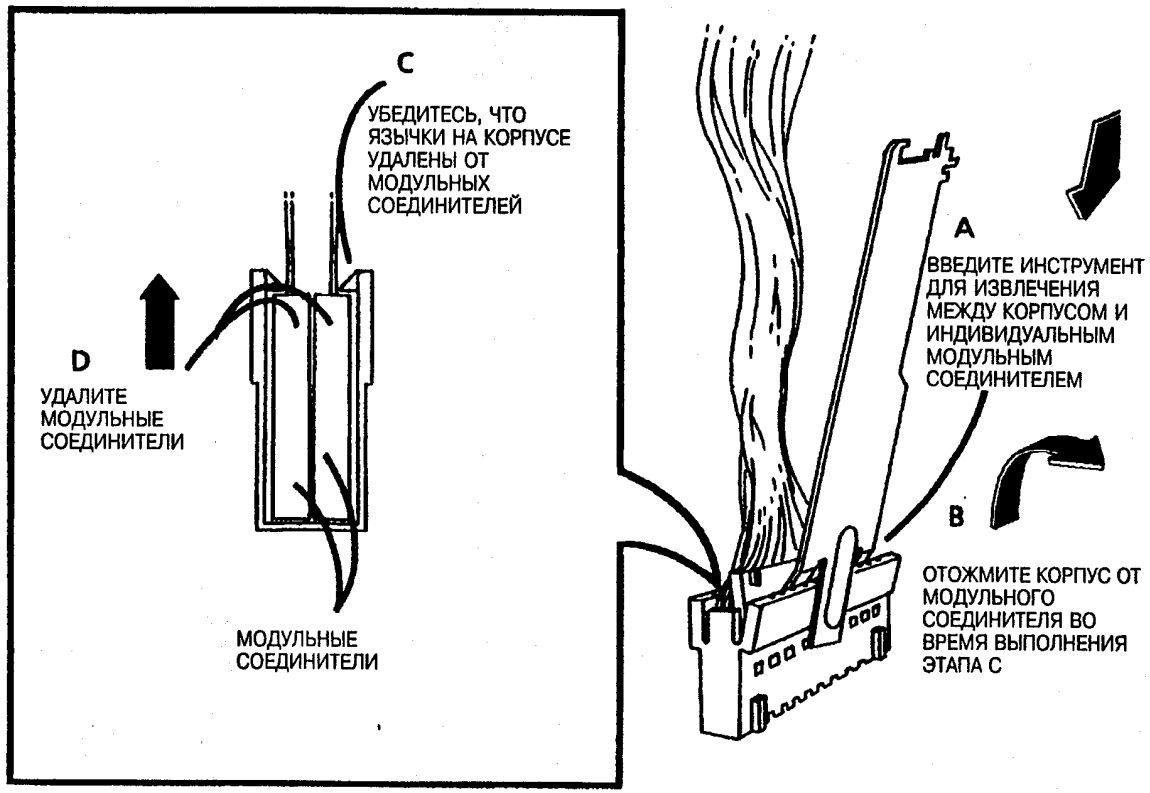

Рис. 2. Удалите индивидуальные модульные соединители из корпуса
2. (Рис. 2): Удалите индивидуальные модульные соединители из корпуса.